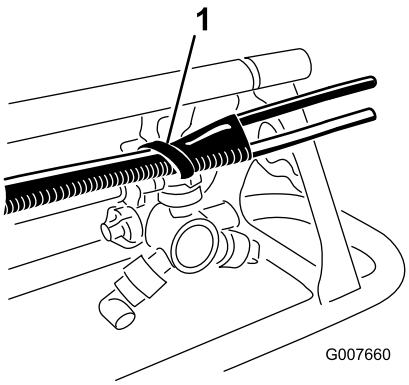

Figura 8
B. Alinee el extremo de la manguera con el extremo del tubo superior. Utilice un sujetacables de plástico para sujetar la manguera de espuma al tirante aprovechando los orificios del tirante (Figura 8).